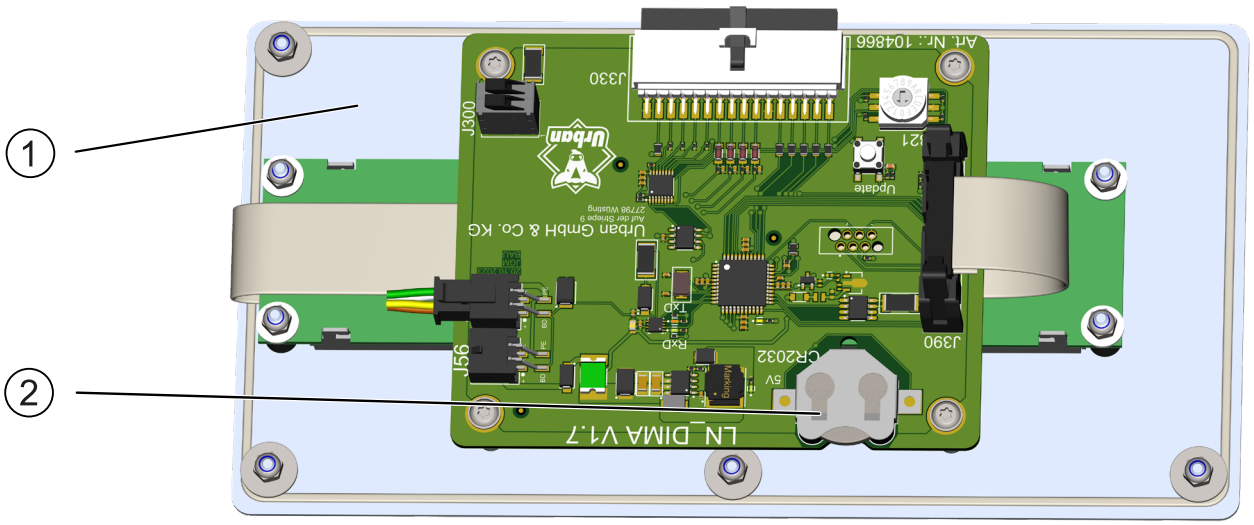

Рисунок 30: Замена батарейки для указателя даты и времени
Если дисплей показывает неправильную дату и время, необходимо заменить батарейку ① на печатной плате, расположенной на нижней стороне панели управления ② (см. Рисунок 30 «Замена батарейки для указателя даты и времени», страница 79).